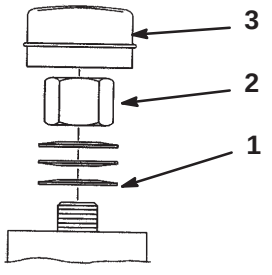

Figure 58
3. Remove the dust cap from the caster and tighten the locknut (Fig. 58).
4. Tighten until the spring washers are flat and then back off 1/4 turn to properly set the preload on the bearings (Fig. 58).
Important Make sure that the spring washers are installed correctly as shown in Figure 58.